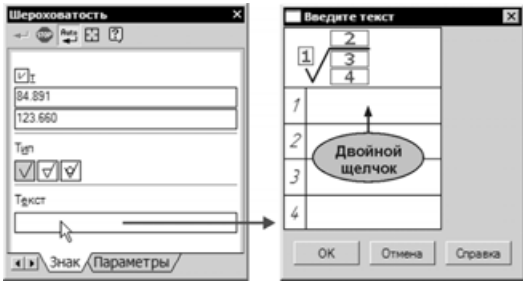

Рис. 3.58
- Для ввода значения шероховатости щелкните в поле **Текст** на панели свойств (рис. 3.58) — на экран будет вызвано диалоговое окно **Введите текст**. Выполните двойной щелчок мышью в текстовом поле 1.